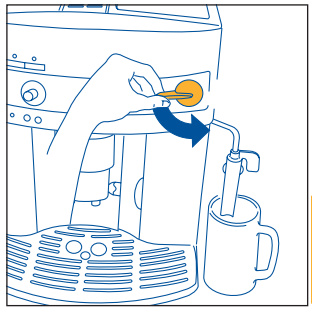

Fig.5
3. **TOUT DE SUITE APRÈS, DANS LES 30 SECONDES,** tournez complètement la manette vapeur en sens inverse des aiguilles d'une montre (fig.5) (il est normal que la machine fasse du bruit).
- Tournez le robinet vapeur d'un demi-tour en sens inverse des aiguilles d'une montre (fig. 5) : l'eau chaude sortira de la buse à cappuccino et commencera à remplir la tasse.
- **Tout de suite après, dans les deux minutes qui suivent** (autrement la machine revient automatiquement à la fonction café) plongez la buse à cappuccino dans le lait (fig. 23) en veillant à ne pas immerger la ligne en relief sur la buse (indiquée par la flèche fig. 24). Tournez le robinet vapeur d'un demi-tour en sens inverse des aiguilles d'une montre(fig. 5). Attention à ne pas vous brûler ! La vapeur qui sort de la buse à cappuccino donne au lait un aspect crémeux et va augmenter son volume. Pour obtenir une mousse plus crémeuse, immergez la buse à cappuccino dans le lait et, dans un mouvement rotatoire, montez et descendez lentement le récipient. (Il est conseillé de ne pas faire sortir de vapeur pendant plus de 2 minutes à la fois.)
- Tournez complètement le robinet vapeur en sens inverse des aiguilles d'une montre (fig. 5) et laissez sortir un peu d'eau ou de vapeur pendant quelques secondes. Cette opération permet de vider le lait qui serait resté à l'intérieur du tuyau vapeur. IMPORTANT : Par mesure d'hygiène, il est recommandé de toujours exécuter cette opération, afin d'éviter que le lait ne stagne dans les circuits intérieurs de la buse à cappuccino.